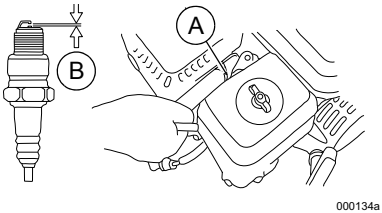

Figura 4-2. Mantenimiento de la bujía
1. Vea la ***Figura 4-2***. Limpie la zona alrededor de la bujía (A).